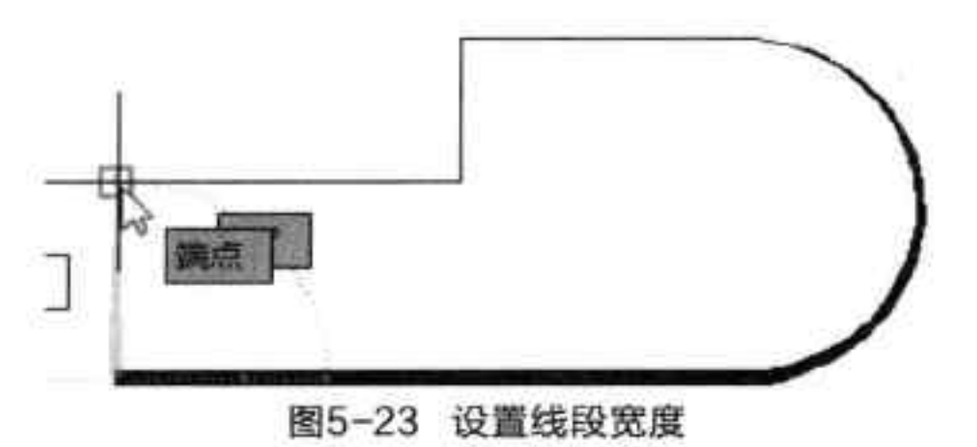

图5-23 设置线段宽度
Step 03 在命令行中输入“W”，将起点宽度设为 50，终点宽度设为 0。然后输入“C”闭合该图形，以完成该图形的绘制，如图 5-23、5-24 所示。